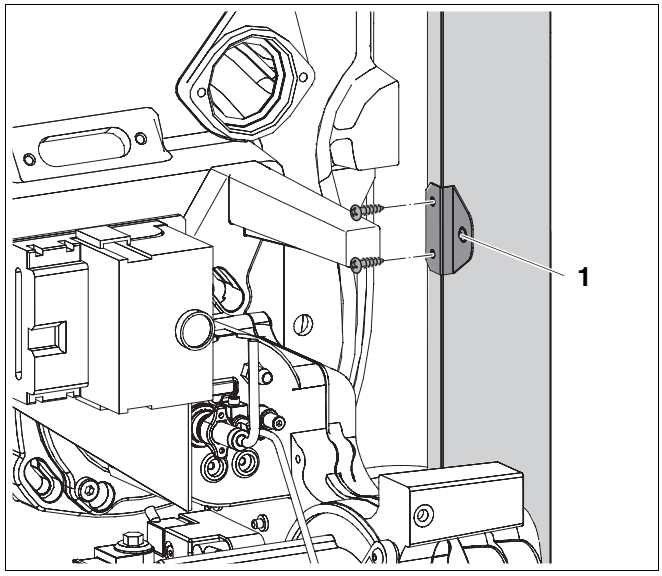

Fig. 44 Fitting brackets to side panels
- Fit bracket to left and right sides of side panel to fasten the burner hood (➔ Fig. 44).